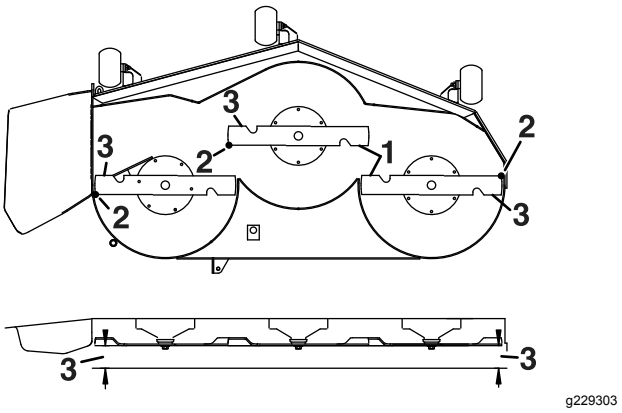

Figur 71
5. Mål avstanden mellom de ytterste knivkantene og det flate underlaget (Figur 71).